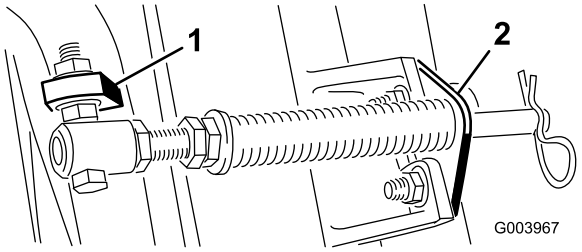

Figur 6
C. Montera fjäderrörets bult på bärramens motsatta flik, och fäst skruven med flänsmuttern. Skruvens huvud ska placeras mot flikens yttersida i enlighet med Figur 6.
D. Montera stångbeslaget på klippenhetens flikar med hjälp av vagnsbultarna och muttrarna (Figur 6).